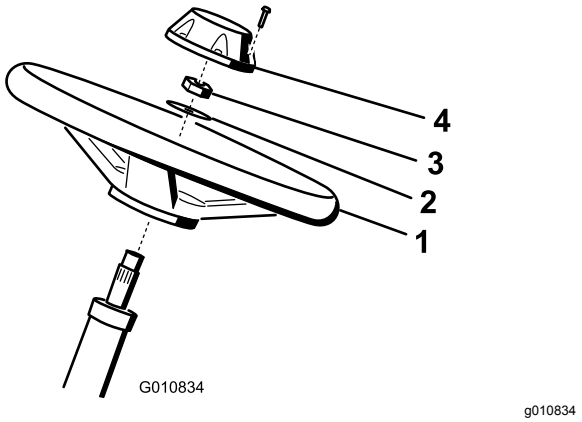

Figuur 4
1. Schuif het stuurwiel op de stuuras (Figuur 4).
2. Schuif de ring op de stuuras (Figuur 4).
3. Zet het stuur vast op de as met een borgmoer en trek die aan tot 27-35 N·m (Figuur 4).
4. Plaats de dop op het stuurwiel en bevestig deze met 6 bouten (Figuur 4).